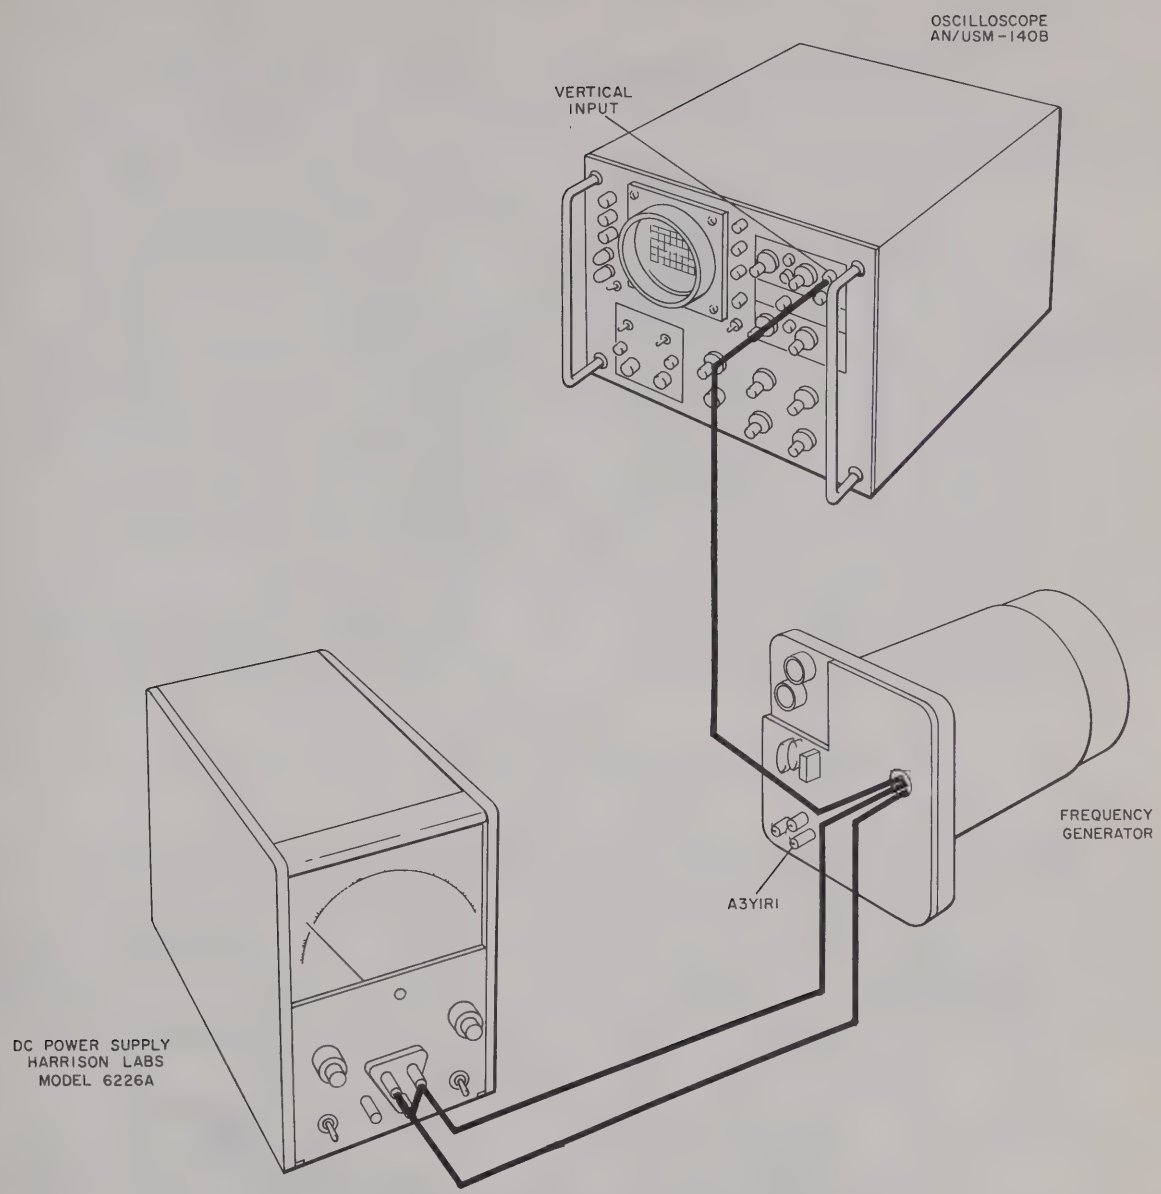

Figure 5-31. Selecting Resistor A3Y1R1, Test Setup
(1) Follow the procedure of steps (1) through (8) of paragraph ae and separate the frequency generator from the crystal oven.
(2) Connect frequency generator within the test setup shown in figure 5-31.